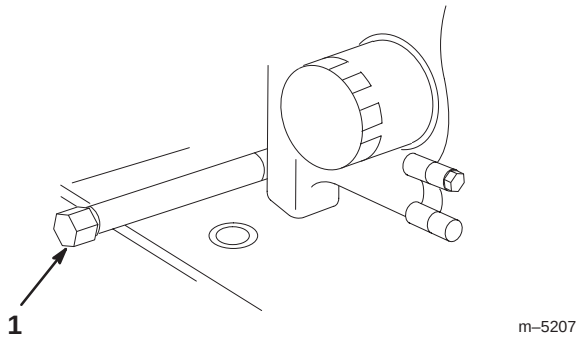

Figure 29
5. Place a pan below the oil drain. Remove the oil drain cap (Fig. 29).